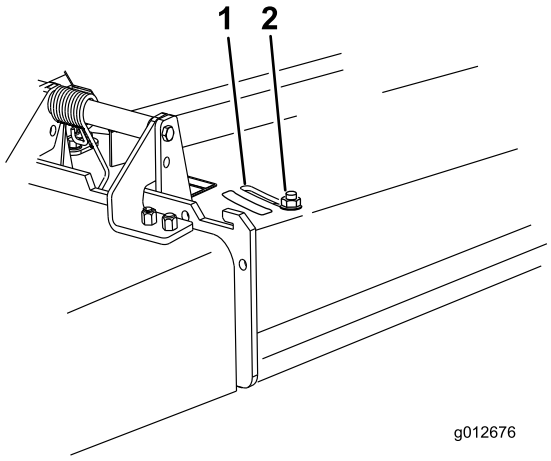

Figur 17
3. Justera skärmen genom att lossa muttern (Figur 17).